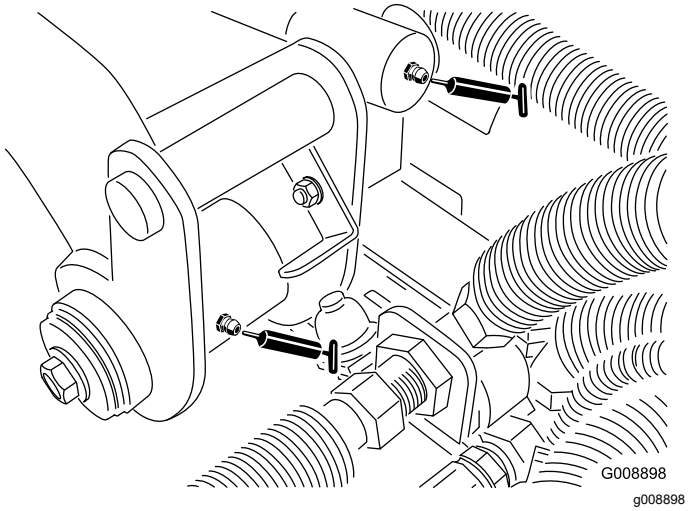

Rysunek 49
- Oś i siłownik tylnego ramienia podnoszącego (2) (Rysunek 49)